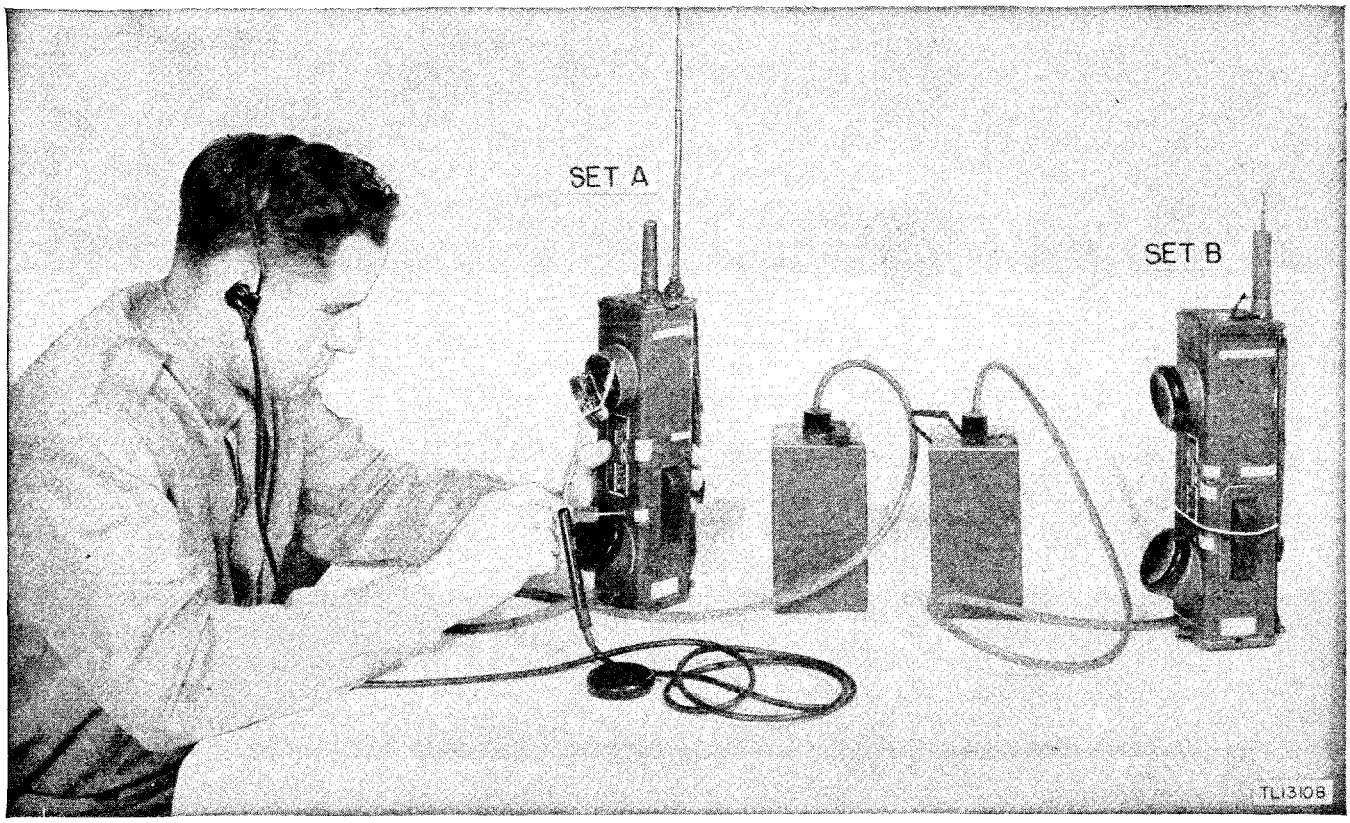

Figure 83. Emergency test equipment, using headset.
a. The set on which adjustments are to be made is inserted in a special test housing similar to Test Case CS–81–( ), which is made by modification of a Radio Receiver and Transmitter BC–611–(*) housing. Another Radio Receiver and Transmitter BC–611–(*) (not necessarily prealigned) is converted into a modulated signal source by causing the speech amplifier to oscillate. This is done by inserting a capacitor across the MIKE and PHONE jacks of the set used as a signal source and tying down the press-to-talk switch. The modulated signal from the set used as a signal source is received by the set to be aligned and preset. The signal is indicated by a headset or milliammeter, and is used for peak receiver adjustments of the set under alignment. (See figs. 83 and 84.)
In the alignment procedures, the set referred to as set A will be the set under alignment. Set B will be the auxiliary "test set." (See fig. 83.)